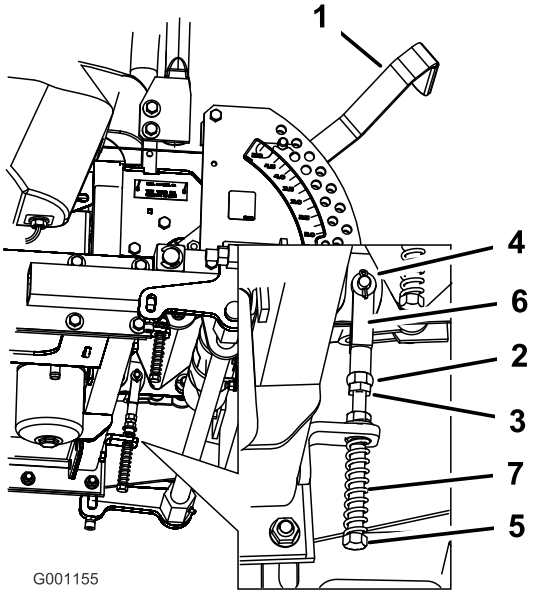

Figur 74
8. Hvis det er nødvendig med justering må du løsne på mutteren og låsemutteren mot krysshodet (Figur 74).
9. Trekk bevegelseskontrollspakene lett bakover, vri hodet på justeringsbolten i korrekt retning inntil kontrollspaken er sentrert i den NØYTRALE LÅSESTILLINGEN (Figur 74).
10. Stram mutteren og låsemutteren (Figur 74).